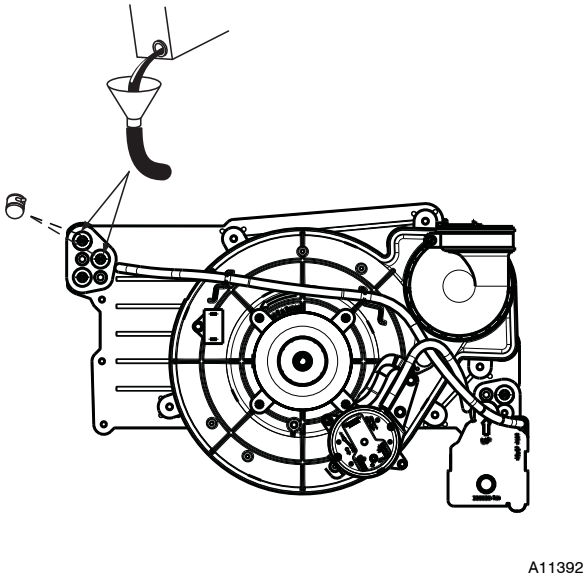

Fig. 57 - Priming Condensate Trap (Appearance May Vary)
4. Remove the top unused rubber plug from the port on the collector box opposite the condensate trap. See Fig. 57.
9. Remove the middle unused rubber plug from the port on the collector box opposite the condensate trap. See Fig. 57